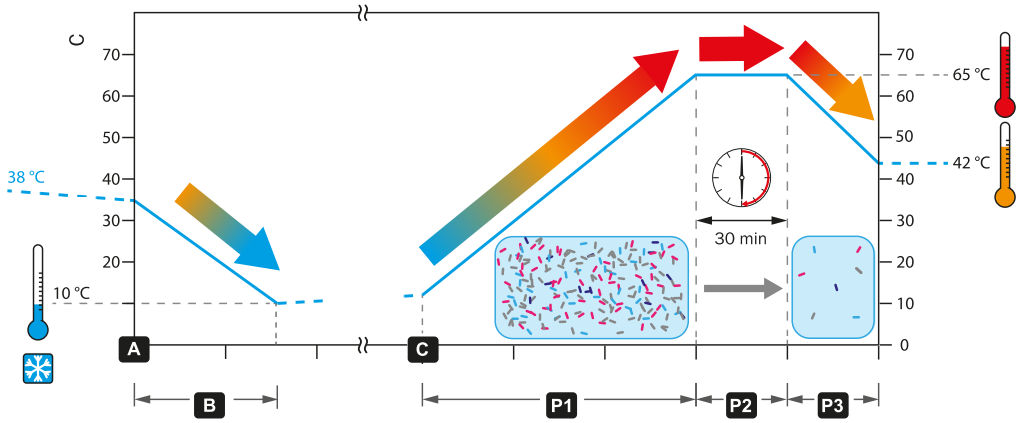

Afbeelding 22: Pasteurisatieprocedure
Het is mogelijk de MilkShuttle te vullen met melk die rechtstreeks afkomstig is uit de melkstal (A), deze melk te koelen tot op 10 °C (B) en op deze temperatuur op te slaan, om vervolgens met behulp van een voorgeprogrammeerde starttijd (C) automatisch te pasteuriseren voor de volgende voedering. (Zie „Afbeelding 22: Pasteurisatieprocedure“.)